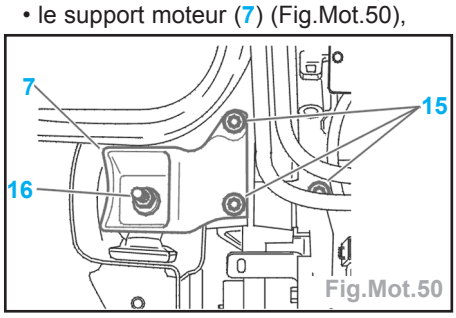

Fig.Mot.50
- le support moteur (7) (Fig.Mot.50),